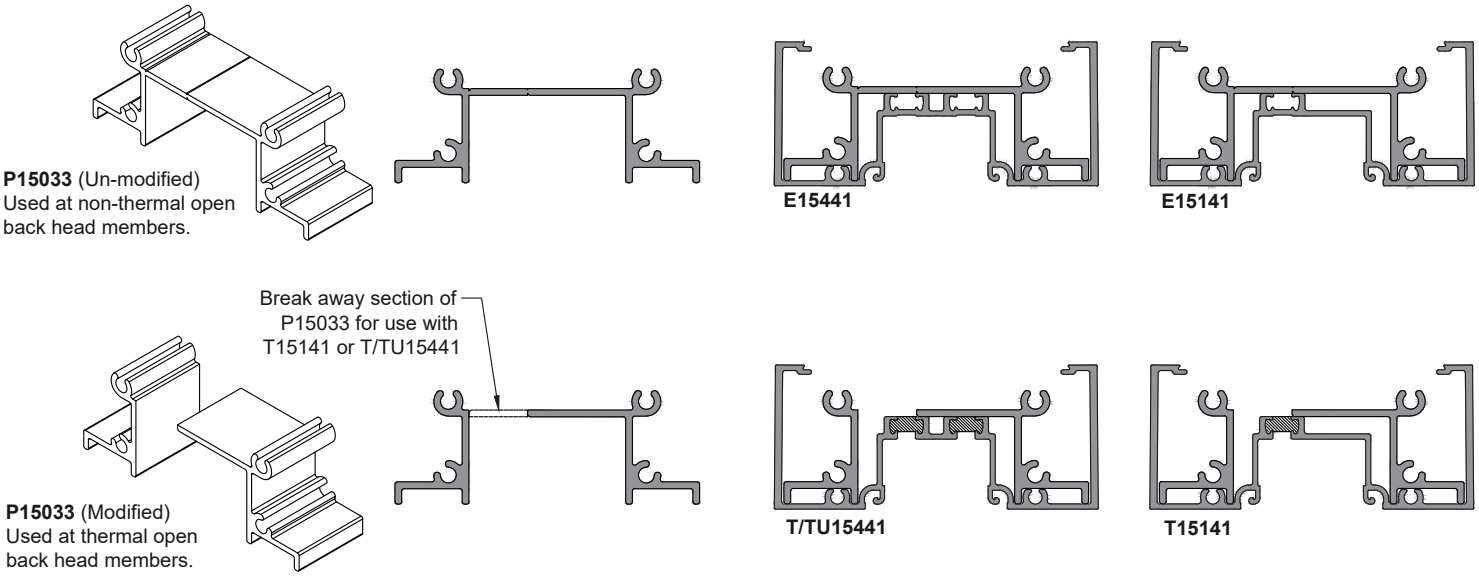

FIG. 1.
B. **SEE Fig. 1** & **Fig. 2** for instructions on modifying for the various horizontal sections